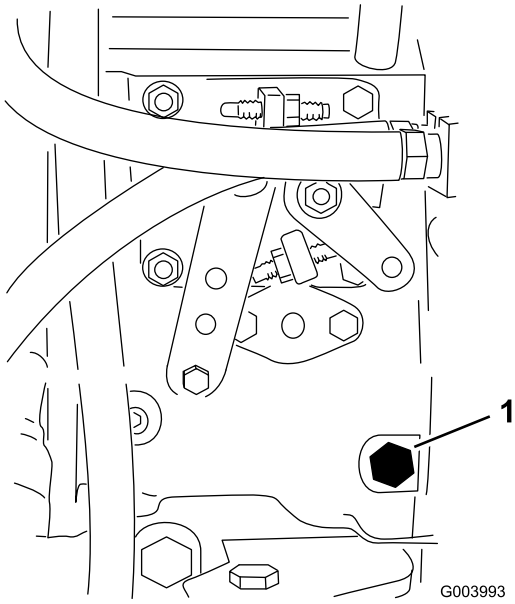

Figur 35
3. Öppna avluftarskruven på bränsleinsprutningspumpen (Figur 35) med en 12 mm nyckel.